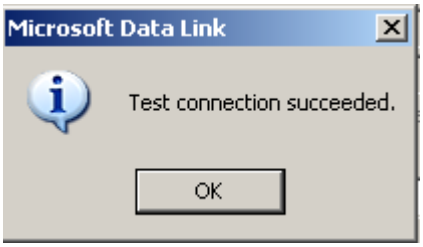

Figure 8.3-33. Database connection established message
13. If the MS SQL server was successfully connected, the “Test connection succeeded” message is displayed (Figure 8.3-33).